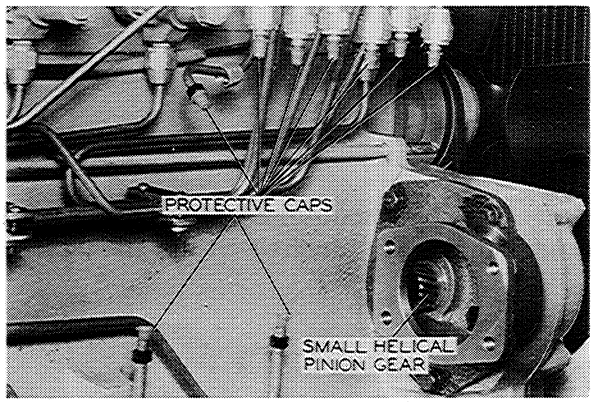

Figure I-59
STEP 4 -- The injection pump mounting capscrews can now be taken out and the fuel injection pump removed from the engine, Figure I-59.